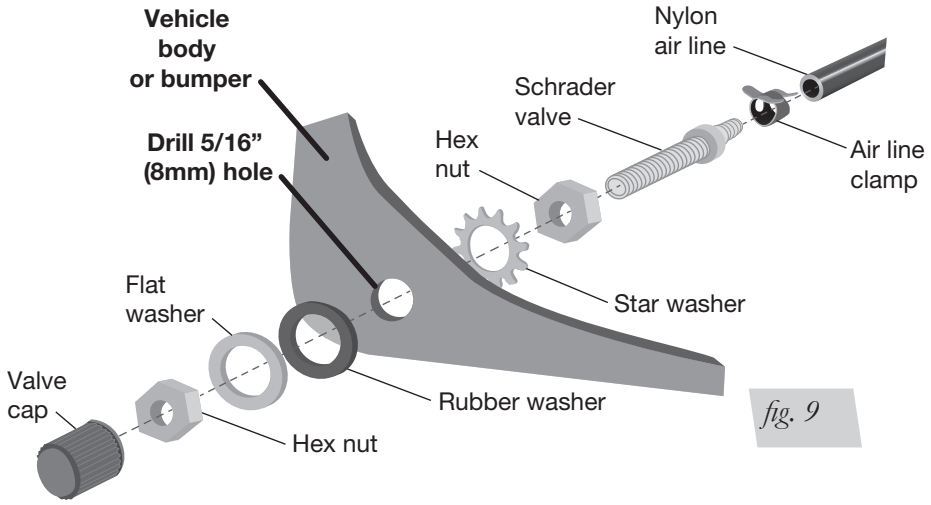

fig. 9
4. Drill a 5/16” (8mm) hole for the Schrader valve and mount as shown (Fig. 9). Install the air line on the Schrader valve first. The rubber washer serves as an outside weather seal.